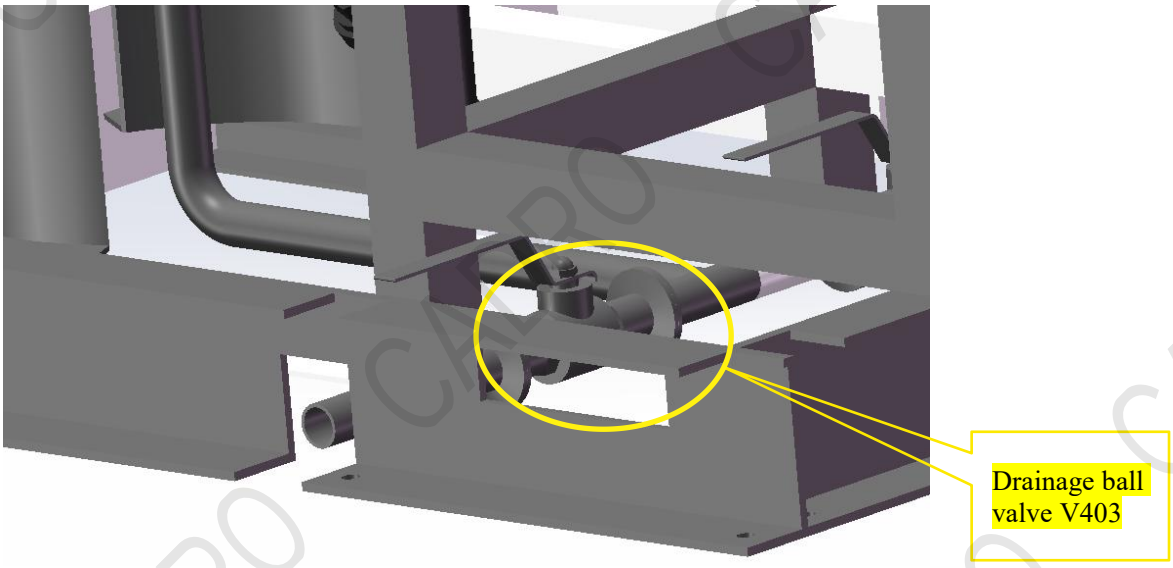

Figure 9-1 Location of liquid drain ball valve in pump station
A)Locate the drain ball valve location (see Figure 9-1);
B) Connect the drain hose to the drain ball valve, tighten the throat band; direct the hose to the equipment and open the V403 valve (Figure 9-1) to drain the coolant.